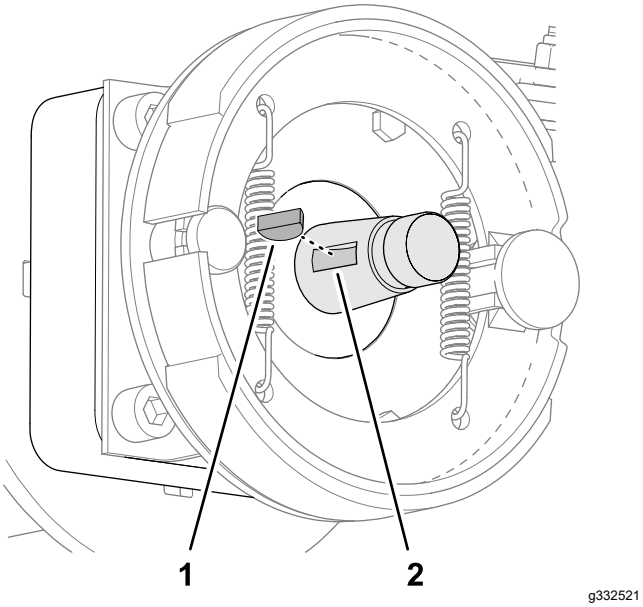

Figuur 83
2. Plaats de schijfspie in de gleuf van de wielmotoras (Figuur 83).